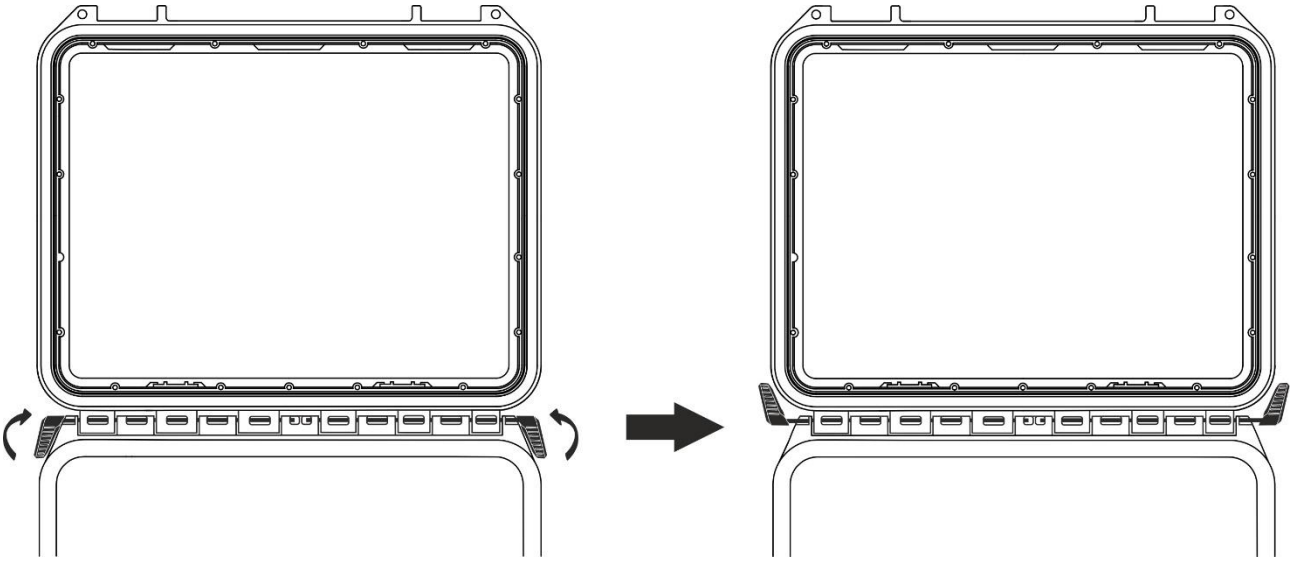

Fig. 5: Remoção da tampa da caixa do instrumento - Etapa 1
1. Abrir a caixa e rodar os dois pinos de fixação, como indicado na Fig. 5 abaixo